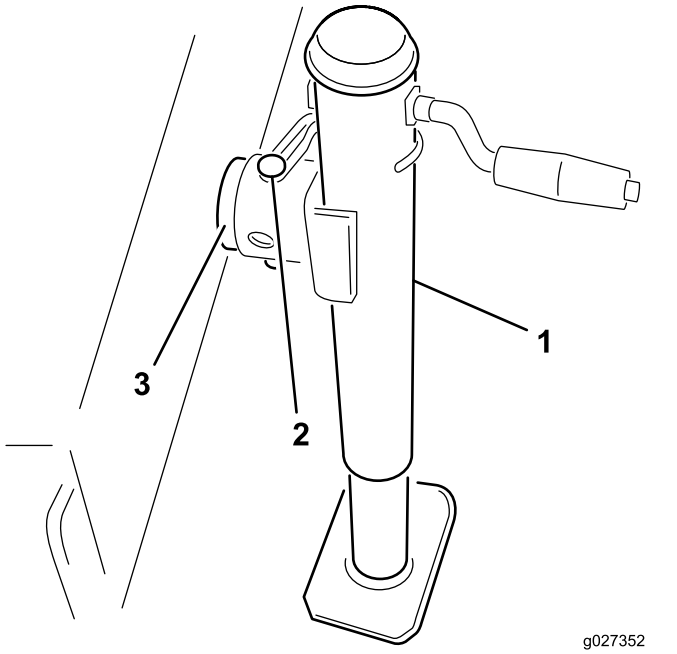

Figure 5
2. Insérez la béquille sur la tige du cadre et fixez-la en place avec la goupille (Figure 5).